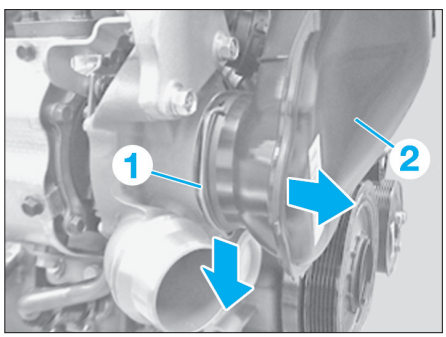

Fig. 78
• Déverrouiller l'agrafe (1) dans le sens de la flèche **(Fig.78)**.